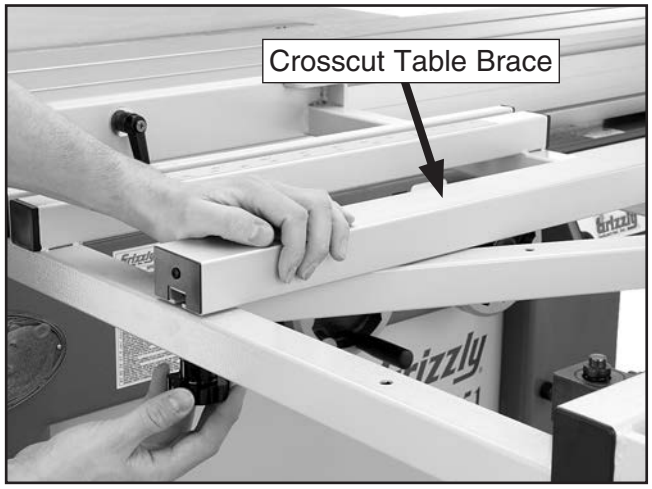

Figure 44. Example of table brace attached to crosscut table.
37. Slide (2) M8-1.25 T-nuts into crosscut table brace T-slots, and align them with center holes in crosscut table (see **Figure 44**).
38. Secure table brace by threading (2) M8-1.25 x 50 knob bolts with (2) 8mm flat washers into brace T-nuts (see **Figure 44**).